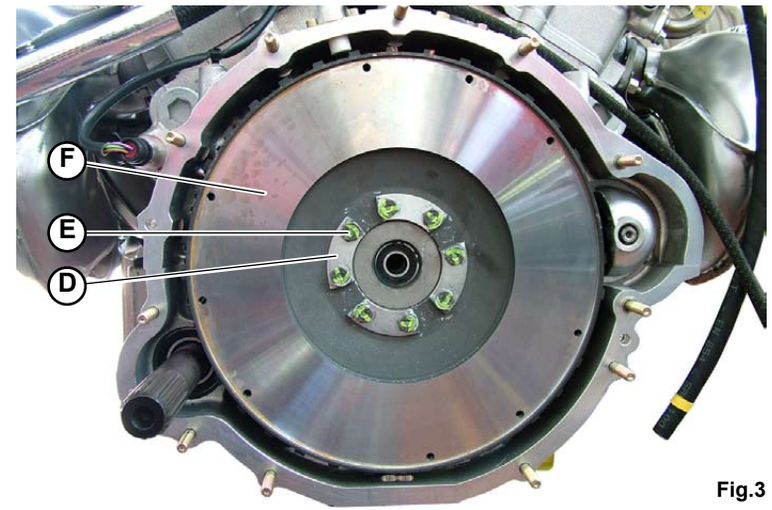

Fig.3
1. Free the bolts from the sheet metal guards (**D-Fig.3**).
2. Unscrew the bolts (**E-Fig.3**) and remove the sheet metal guards.
3. Remove the flywheel (**F-Fig.3**).